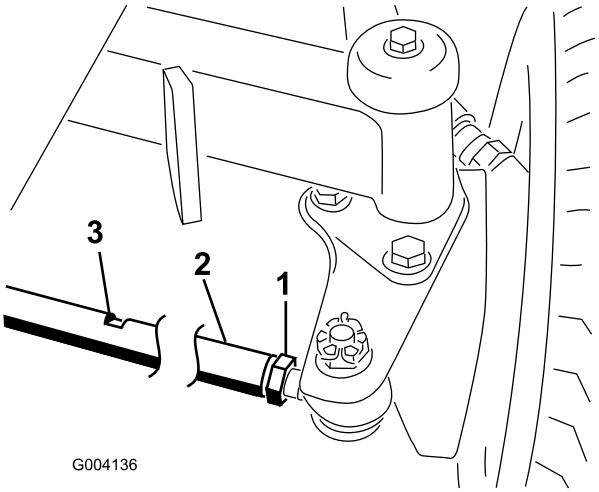

Rysunek 70
2. Poluzuj przeciwnakrętkę na każdym końcu drążka kierowniczego (Rysunek 70).